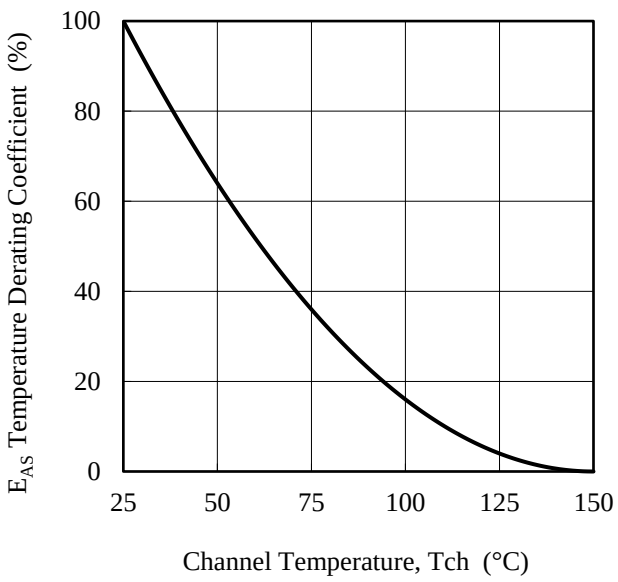

Figure 4-2. Avalanche Energy Derating Coefficient Curve
(1) See 4.2 MOSFET Safe Operating Area Curves
(2) See Figure 4-2 Avalanche Energy Derating Coefficient Curve
(3) Single pulse, V_{DD} = 99 V, L = 20 mH
(4) See Section 4.3 T_A-P_{D1} Curve
(5) When embedding this hybrid IC onto the printed circuit board (cupper area in a 15 mm × 15 mm)